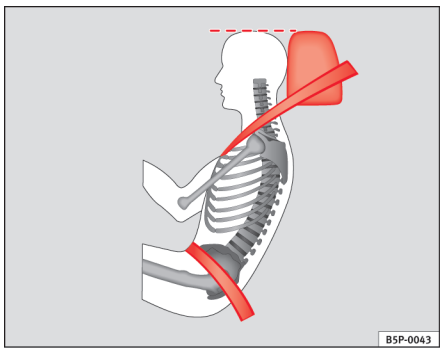

Fig. 13 Korrekt placering af sikkerhedssele og hovedstøtte set fra siden
- **Sikkerhedsselens hoftedel skal sidde hen over hofterne og aldrig hen over maven. Sikkerhedsselen skal sidde fladt og tæt ind til hofterne ⇒ side 24, fig. 13. Stram selv selen lidt, hvis det er nødvendigt.**